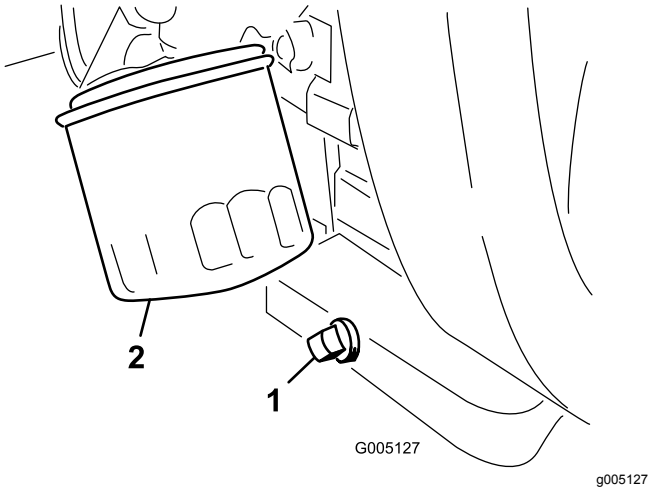

Figur 39
1. Fjern tappepluggen (Figur 39) og la oljen renne ut i et tappefat. Når oljen slutter å renne, setter du tappepluggen på igjen.
2. Ta av oljefilteret (Figur 39).